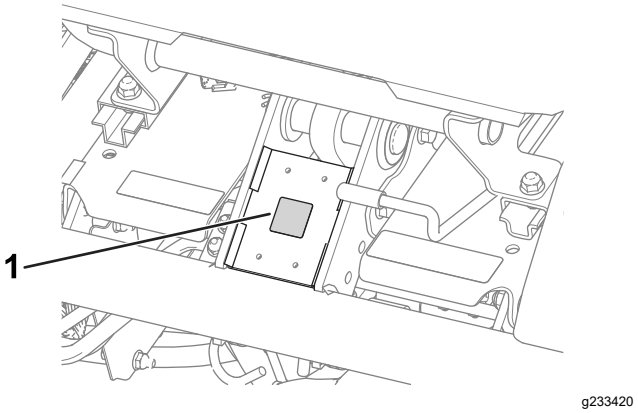

Figur 9
- Placera CE-märkningsdekalen på ramen under sätets främre del (Figur 9).